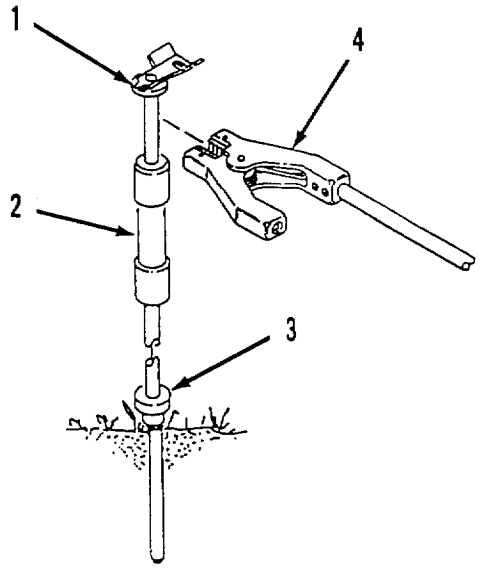

Figure 2-12. Ground Rod Installation.
(9) Pull back collar (16) on CCR nozzle (17) and remove cover (18),
(10) Remove cover (19) from coupling (20) on recirculation nozzle (21).
(11) Push coupling (20) into discharge adapter (22) on CCR nozzle (17). (Discharge adapter will lock onto coupling.)
i. Ground Rod Installation. Refer to figure 2-12. Before the HTARS can be placed in operation, it must be properly grounded. A ground rod with a built in slide hammer is supplied for each refueling point. Ground rods must be installed within 6 feet of each refueling point to provide enough slack in grounding cable to connect nozzles to aircraft adapters.